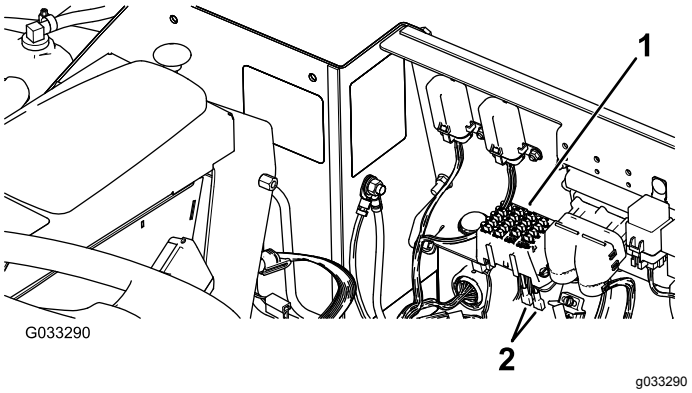
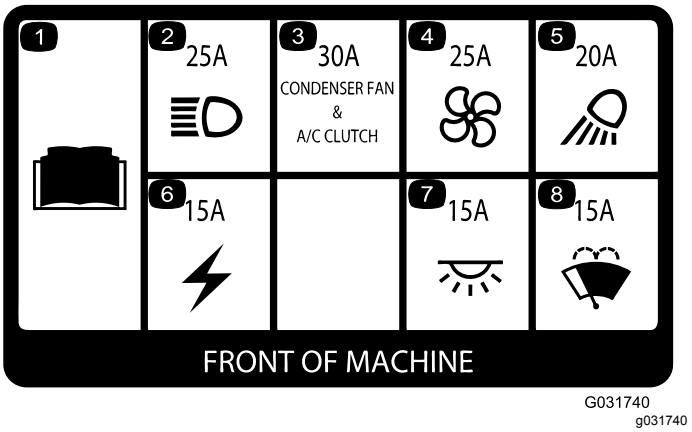
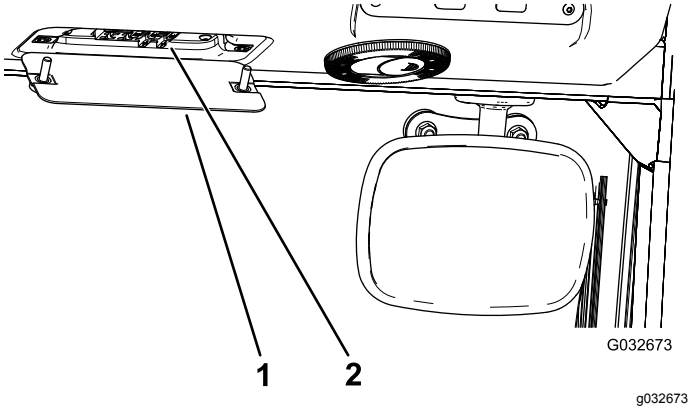

**Figur 111**
**Figur 112**
**Figur 113**
***Viktigt:*** **Om du installerar något extra tillbehör på maskinen så är de enda godkända strömkällorna traktorenhetens säkringsblock (Figur 111) och hyttens säkringsblock (Figur 113). Maximalt 10 A får tas ut från respektive källa. Kontakta din lokala Toro-återförsäljare om du behöver hjälp.**
Hyttsäkringarna (Figur 112) sitter i säkringsdosan i hyttens takklädsel (Figur 113).